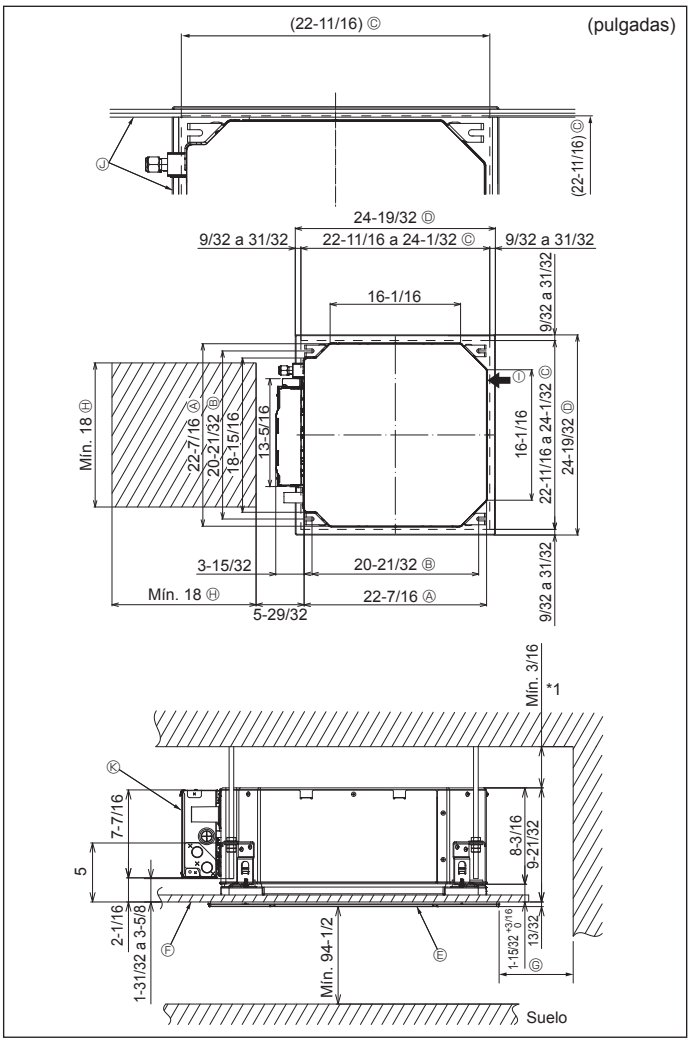

Fig. 4-2
4.2. Lugares de instalación de las aberturas en el techo y los tornillos de suspensión (Fig. 4-2)